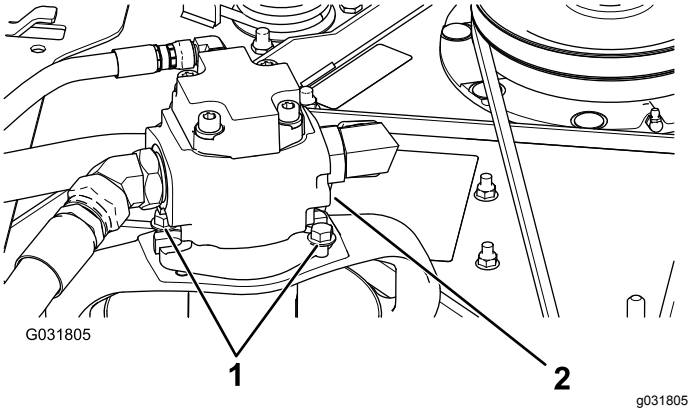

Figur 128
5. Fjern boltene som fester den hydrauliske motoren til klippeenheten (Figur 128).
3. Fjern boltene som fester den hydrauliske motoren til klippeenheten (Figur 128).